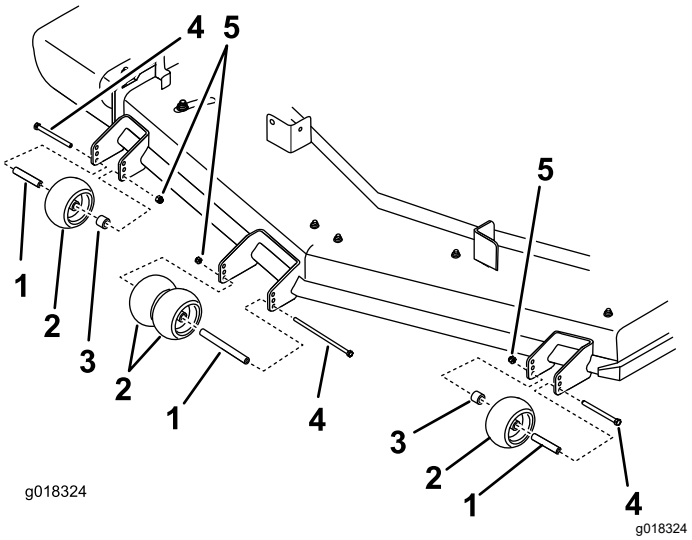

Figura 28
4. Asegúrese de que los espaciadores y los casquillos están instalados (Figura 28).